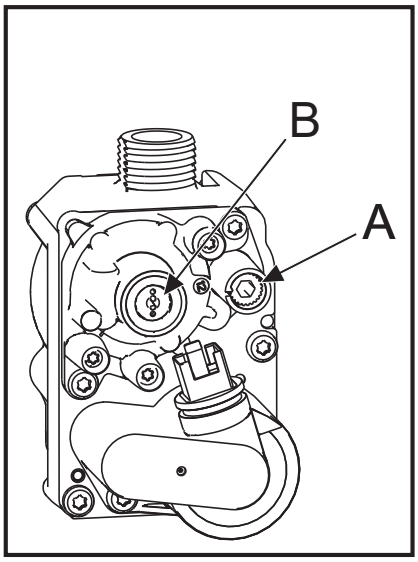

fig. 31 - Gas valve
3. Now adjust the **Throttle setting** (fig. 31 - screw **A**) until the CO_2 is at the correct **SETTING LEVEL** (see table 4), confirm that the CO/CO_2 ratio is within limits.
2. Now adjust the **offset pressure setting** (fig. 31 - cup **B**) until the CO_2 is at the correct **SETTING LEVEL** (see table 5), confirm that the CO/CO_2 ratio is within limits.